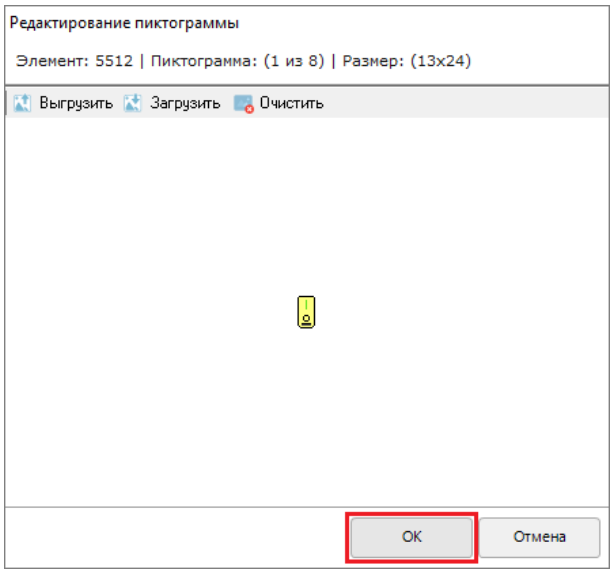

Рисунок 6-514 Подтверждение пользовательских изменений в диалоговом окне "Редактирование пиктограммы"
3) в нижней части диалогового окна «Редактирование пиктограммы» нажмите кнопку «ОК» (см. Рисунок 6-514) для подтверждения изменений (либо нажмите кнопку «Отмена» для отказа от изменений);